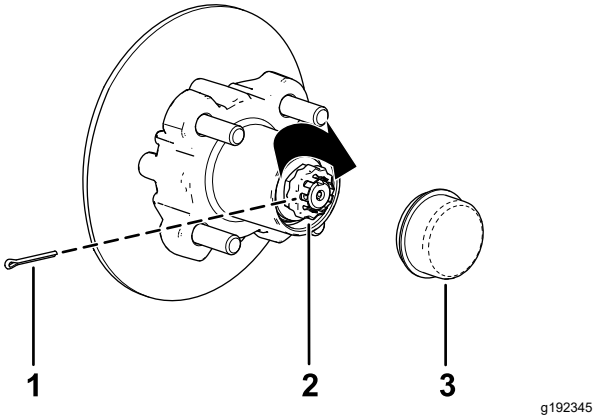

Figura 37
8. Coloque el retén sobre la tuerca y compruebe la alineación de la ranura del retén y el taladro de la chaveta del eje (Figura 37).
9. Instale la chaveta y doble las patas alrededor del retén (Figura 37).
10. Instale el tapón guardapolvo sobre el cubo (Figura 37).